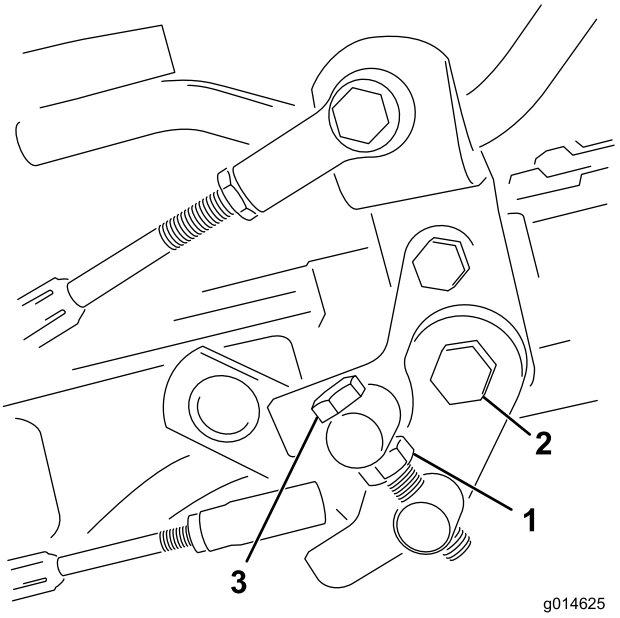

Figur 50
1. Løsn kontramøtrikken på trækbøjlen (Figur 50).
4. Tilspænd kontramøtrikken på tappens maskinskrue og møtrikken på pedalens drejetap for at låse justeringen (Figur 50). Kontroller justeringen, og juster som påkrævet.